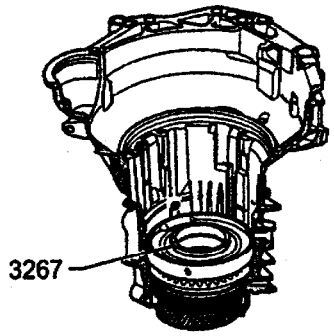

图 3－56
(7) 见图 3－50，自由轮的定位键（图中箭头所示）必须正确地落在变速箱壳体上机加工的槽内。装入自由轮的卡环 b，将卡环的开口装到自由轮的定位键上。
(8) 见图 3－51，将导流块 2 装入变速器壳体上的槽内。